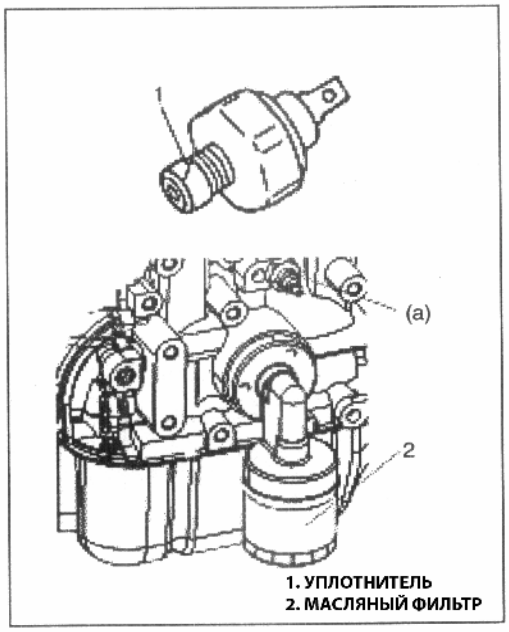

Рис. 10
7) Перед установкой датчика давления масла, нанесите уплотнитель (герметик) на резьбу датчика и затяните его необходимым моментом (Рис. 10).